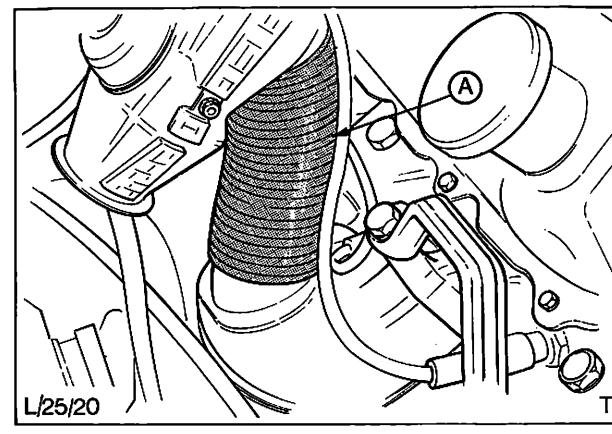
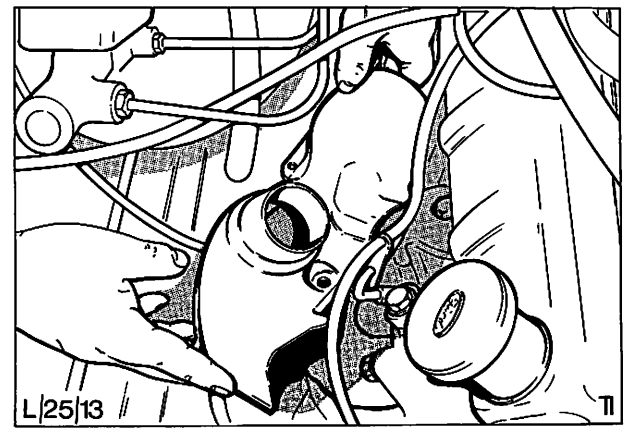

Abb. 18 Entfernen des Metallschlauchs „A"
Abb. 19 Ausbauen des Luftleitblechs am Auspuffkrümmer
2. Bei V6-Fahrzeugen mit thermostatgeregelter Ansaugluftvorwärmung den Metallschlauch zwischen Luftfilteröffnung und Luftleitblech entfernen, Abb. 18. Vier Befestigungsschrauben abschrauben und die beiden Luftleitbleche am rechten Auspuffkrümmer, Abb. 19, entfernen.